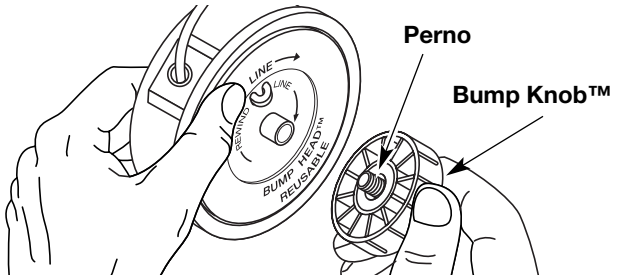

Fig. 12
1. Sostenga la bobina exterior con una mano y desenrosque la Bump Knob™ en sentido antihorario (Fig. 12). Inspeccione el perno de adentro de la perilla percusiva para verificar que se mueva con libertad. Cambie la perilla percusiva si está dañada.
1. Sostenga la bobina exterior con una mano y desenrosque la perilla percusiva en sentido antihorario (Fig. 12). Inspeccione el perno dentro del botón de tope para verificar que se mueva con libertad. Cambie el botón de tope si está dañado.